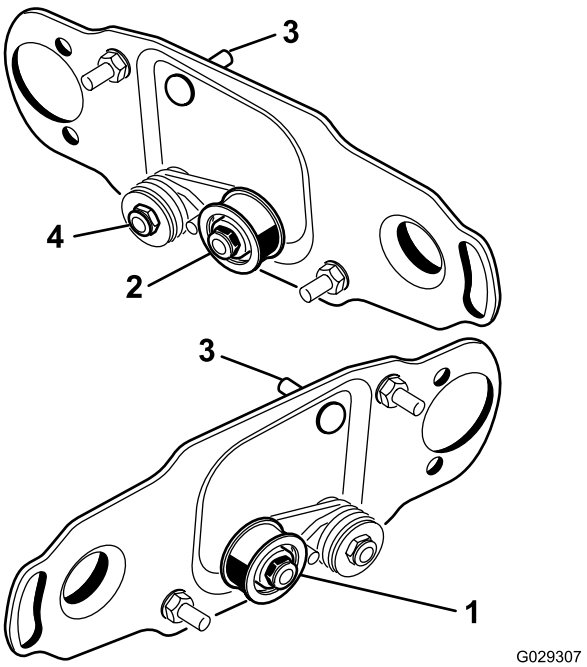

Figura 3
Nas unidades de corte esquerdas frontal e traseira, inverta a estrutura da polia intermédia para montar na **extremidade direita** da unidade de corte (Figura 3), da seguinte forma:
1. Remova a estrutura da polia intermédia da extremidade esquerda da unidade de corte e monte-a no orifício inferior na placa da escova na extremidade direita da unidade de corte (Figura 3).
2. Retire o parafuso e porca da carroçaria e coloque-os no orifício superior previamente ocupado com a estrutura da polia intermédia (Figura 3).